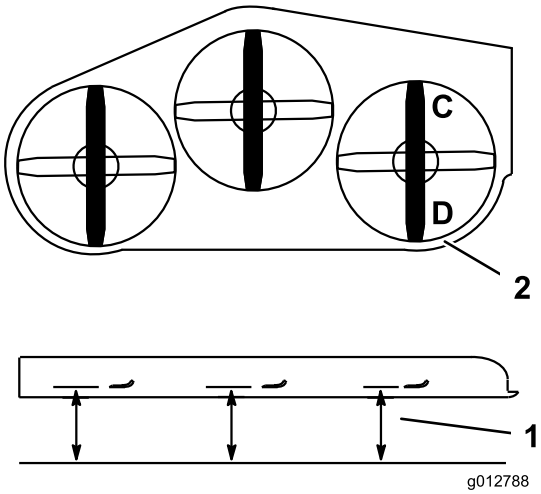

Figura 85
1. Posicionar a lâmina direita da parte dianteira para a traseira (Figura 85).
2. Meça a lâmina direita no local **C**, numa superfície nivelada à extremidade de corte da ponta da lâmina e registe esta medição (Figura 85).
3. Meça a lâmina direita no local **D**, numa superfície nivelada à extremidade de corte da ponta da lâmina e registe esta medição (Figura 85).
4. A lâmina do cortador deve estar de 6 a 10 mm abaixo na posição **C** do que na posição **D** (Figura 85). Caso isto não esteja correcto, proceda da seguinte forma.